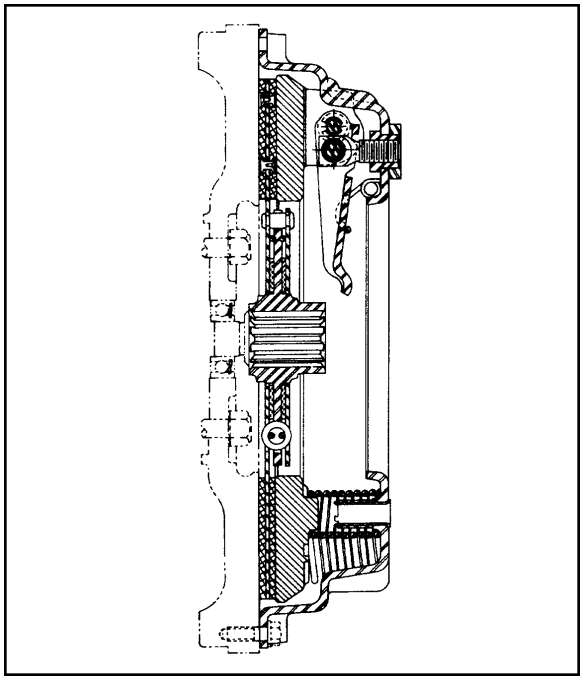
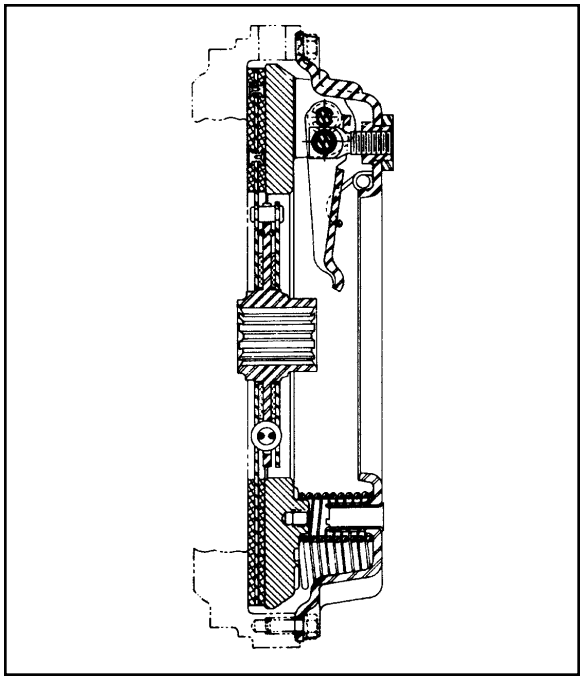
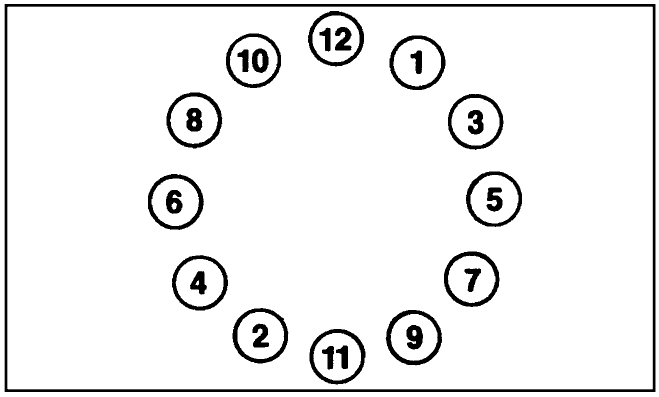
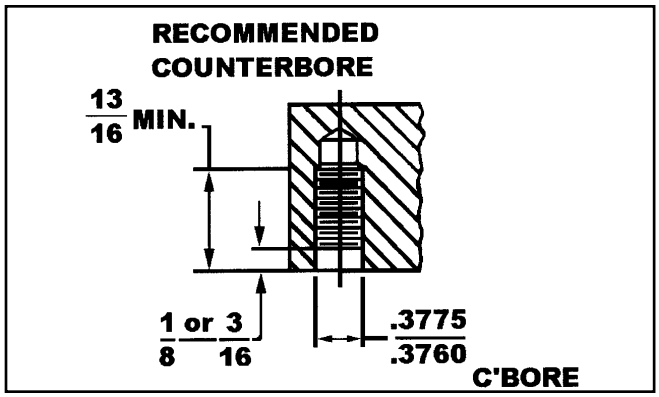

Figure 1.
Figure 2.
Figure 5. Tightening Sequence
Figure 6. Recommended Counterbore
(See Figure 1 and Figure 2, Page 1)
1. It is a good idea to try the cover assembly on the flywheel without the disc assembly to insure proper fit where cover is piloted on the O.D. (Figure 2, Page1).
3. Bolt the cover assembly to the flywheel using only SAE Grade 8 cap screws, tighten progressively in sequence (Figure 5) until the cover is drawn up tight using 35 to 45 lbs.-ft. of torque. Extreme care must be exercised to insure that the flywheel ring or cover is seated in the piloting rim on recessed type flywheels (Figure 2, Page 1).
5. Cover assemblies mounted on flat flywheels (Figure 1, Page 1) are piloted to the flywheel by cap screws with a ground shank which fits the reamed holes in the cover. The machined shank extends through the cover into a recessed or counterbored hole in the flywheel (Figure 6).
c. On 13" - (330) flywheels that have less than 12 screw holes, use the adapter ring as a template to drill the other holes. A 3/8" drill should be used for spotting the holes. Drill with a 5/16" and tap the holes with a 3/8" - 16 UNC tap. Then install the ring in the same position as when spotting the holes to assure proper alignment.
e. On remachined flywheels, insure the counterbores are still deep enough to allow secure tightening of the cover assembly and adapter ring to the flywheel (Figure 6, Page 2).
The AK206 Adapter Kit has (12) C78-29 cap screws 2 1/8” long and can only be used on flywheels with 3/16” deep counterbores (Figure 6, Page 2).
The AK208 Adapter Kit has (12) C78-27 cap screws 2” long and is intended for flywheels with counterbores 1/8” deep (Figure 6, Page 2).
5. With a spline alignment tool place the driven discs and intermediate plate on the flywheel. Attach the clutch cover assembly to the flywheel using the 12 cap screws provided in the adapter kit. Do not tighten any cap screws until all 12 have been installed and finger tight, torque to 35-45 lbs.-ft. (See Figure 5, Page 2, for tightening sequence.)